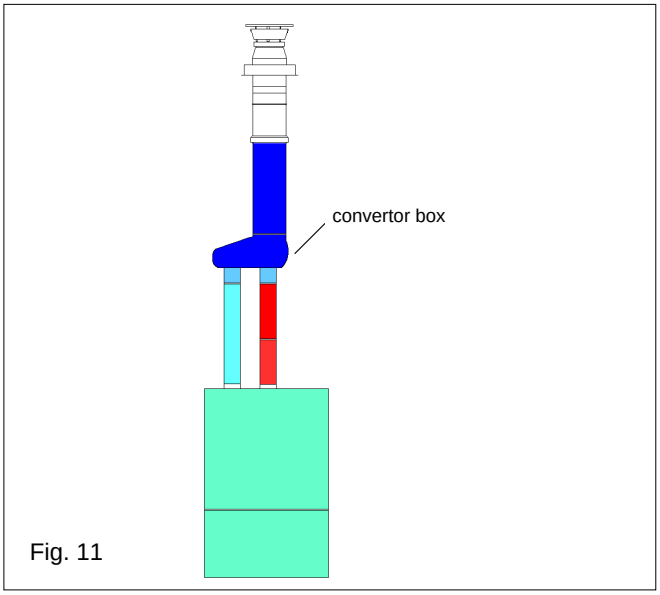

Fig. 11
4.5.3.3 VERTICAL TERMINATION (fig. 11)